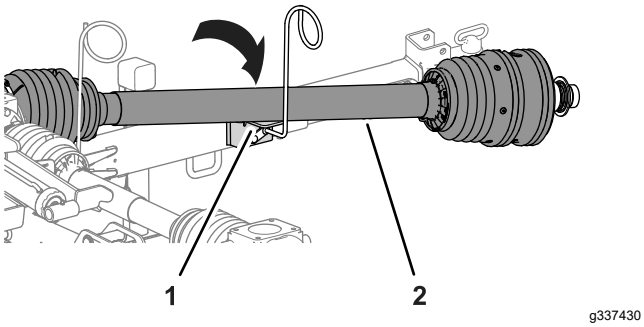

Figuur 9
2. Verplaats de aandrijfas van de aftakas op de steun van de aandrijfas van de slanggeleider (Figuur 9).